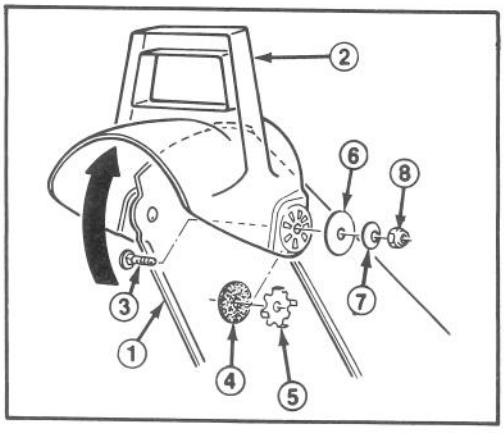

Abbildung 11
3. Mit den vorher entfernten Schrauben die linke Seite des Ablenkbleches am Auswurf befestigen. Beachten, daß Gummiunterlage und Spannscheibe zwischen den Auswurf und das Ablenkblech, und Spannscheibenzungen in die Löcher des Ablenkbleches kommen. Siehe Abbildung 11 für Installation in richtiger Reihenfolge.